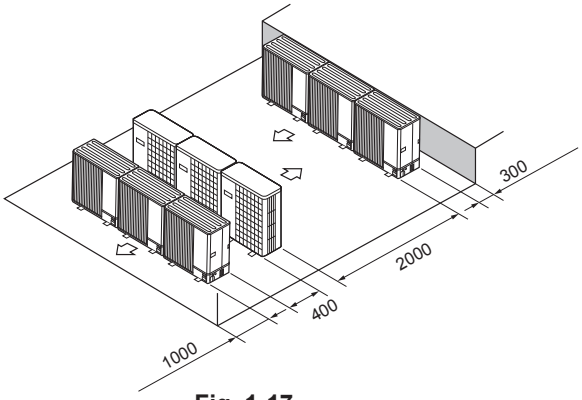

Fig. 1-17
⑥ Multiple parallel unit arrangement (Fig. 1-17)